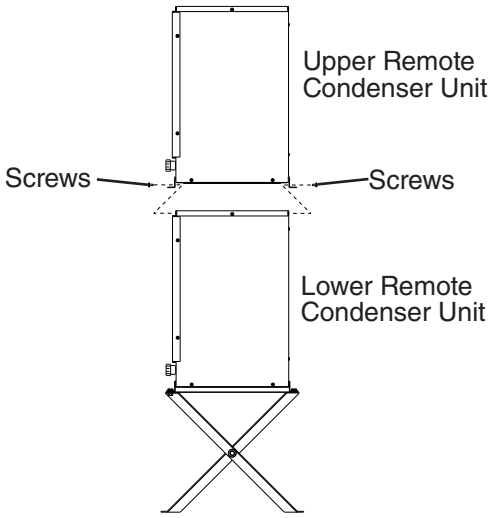

Fig. 19
2) Place the upper remote condenser unit on top of the lower. See Fig. 19.